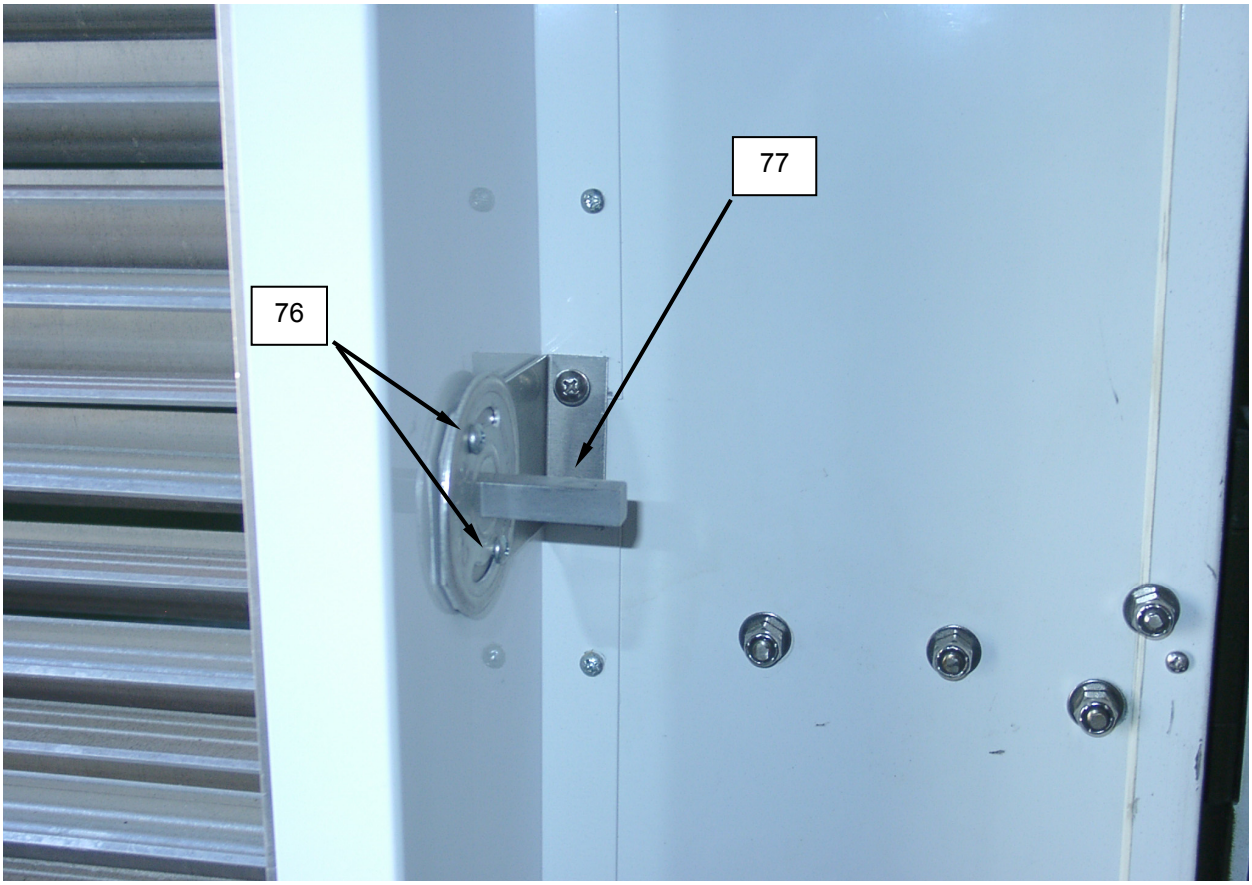

Figure 31. Operate the Door Vents.
2. Loosen the two screws **(Figure 31, Item 76)** securing the control shaft **(Figure 31, Item 77)** in place.
3. The vent louvers may be closed or adjusted open to any position by turning the vent louver control shaft **(Figure 31, Item 76)** with an adjustable wrench.
4. When the vent louvers have been adjusted as desired, secure the control shaft **(Figure 31, Item 77)** in position by tightening the two screws **(Figure 31, Item 76)**.